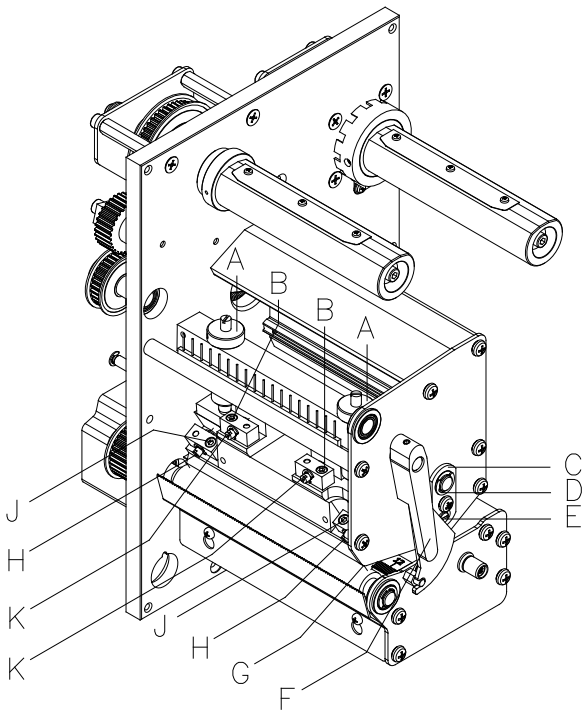

Abbildung 12
Falls nach Einstellen der Parallelität kein gleichmäßig starker Druck über die gesamte Druckbreite vorliegt, kann mit dem Stellblech (C, Abbildung 12) ein Ausgleich wie folgt geschaffen werden:
1. Schraube (D, Abbildung 12) ca. ¼ Umdrehung lösen.
2. Exzenterbolzen (E, Abbildung 12) drehen, um einen Druckausgleich zu schaffen und solange nachstellen, bis ein gleichmäßiges Druckbild vorliegt.
3. Schraube (D, Abbildung 12) wieder anziehen.
1. Andruckschrauben (A, Abbildung 12) drehen, um den Druckkopfandruck zu verändern.
2. Drehen der Andruckschrauben (A, Abbildung 12) bis an den Anschlag im Uhrzeigersinn ergibt eine Andruckerhöhung von 10N gegenüber der Werkseinstellung.
3. Drehen der Andruckschrauben (A, Abbildung 12) genau eine Umdrehung vom Rechtsanschlag gegen den Uhrzeigersinn, ergibt die Werkseinstellung.